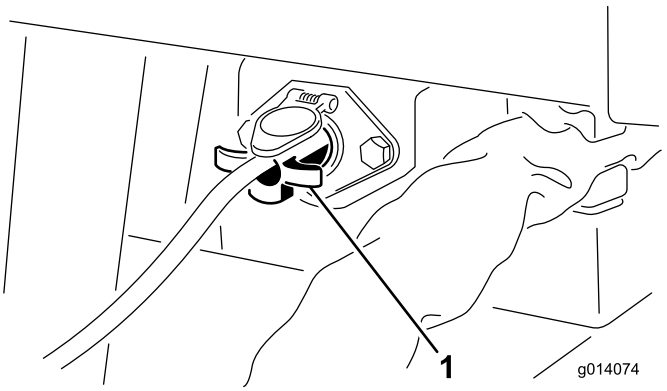

Figur 9
4. På SH-modeller plugges på/av-pendelbryteren (enden med fire kontakter) i kontakten foran til venstre (Figur 9).